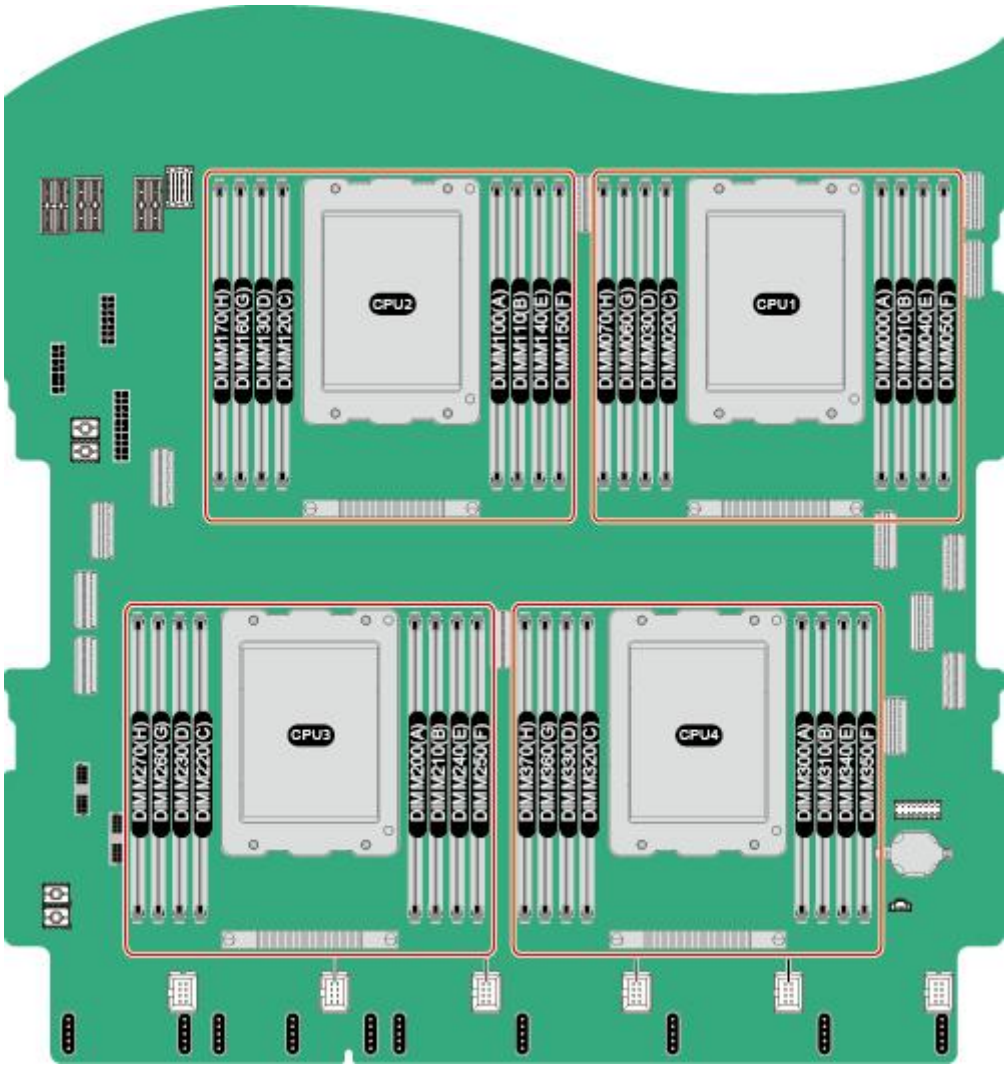

图 4-7 DIMM 安装位置
- 每个处理器有 8 个 DDR4 DIMM 接口，集成 8 个内存通道，内存通道组成如表 4-8 所示。内存安装位置如图 4-7 所示。